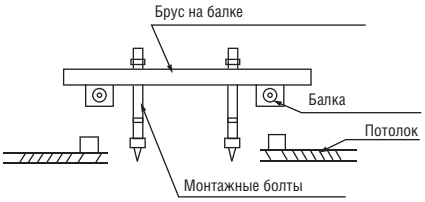

Рис. 4-1
4.1. Блоки могут устанавливаться в вертикальном положении при условии наличия достаточного пространства для размещения и обслуживания (см. рис. 4-1).